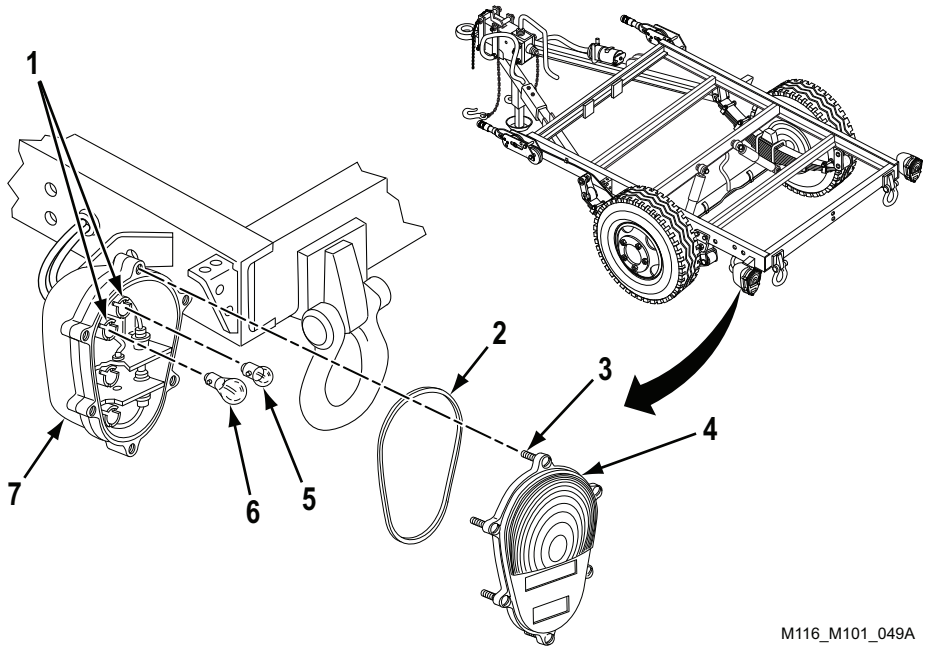

Figure 1. Lamp Removal.
Packing, preformed (WP 0082, Figure 1, Item 3)
Two lockwashers (WP 0082, Figure 1, Item 4)
1. Loosen six captive screws (Figure 1, Item 3), and remove lens (Figure 1, Item 4) from body (Figure 1, Item 7).
2. Inspect preformed packing (Figure 1, Item 2) for damage. If damaged, remove preformed packing (Figure 1, Item 2) and discard.
3. Remove two lamps (Figure 1, Items 5 and 6) from sockets (Figure 1, Item 1) by pushing in and turning counterclockwise.